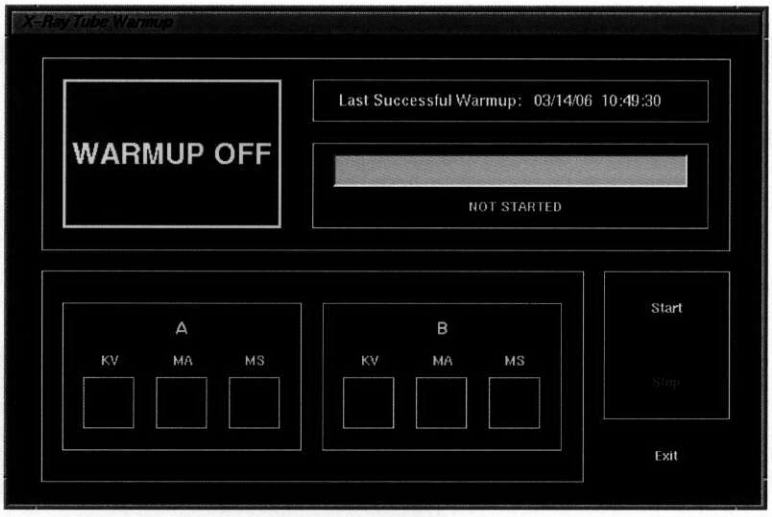

**Figure 12 Tube Warmup screen "Not Started"**
**Step 2.** Click **TUBE WARMUP**. The Tube Warmup screen appears (*Figure 12 Tube Warmup screen "Not Started", page 12*). The text located in the upper right of the screen displays the date and time of the most recent tube warmup, which was performed on the system.